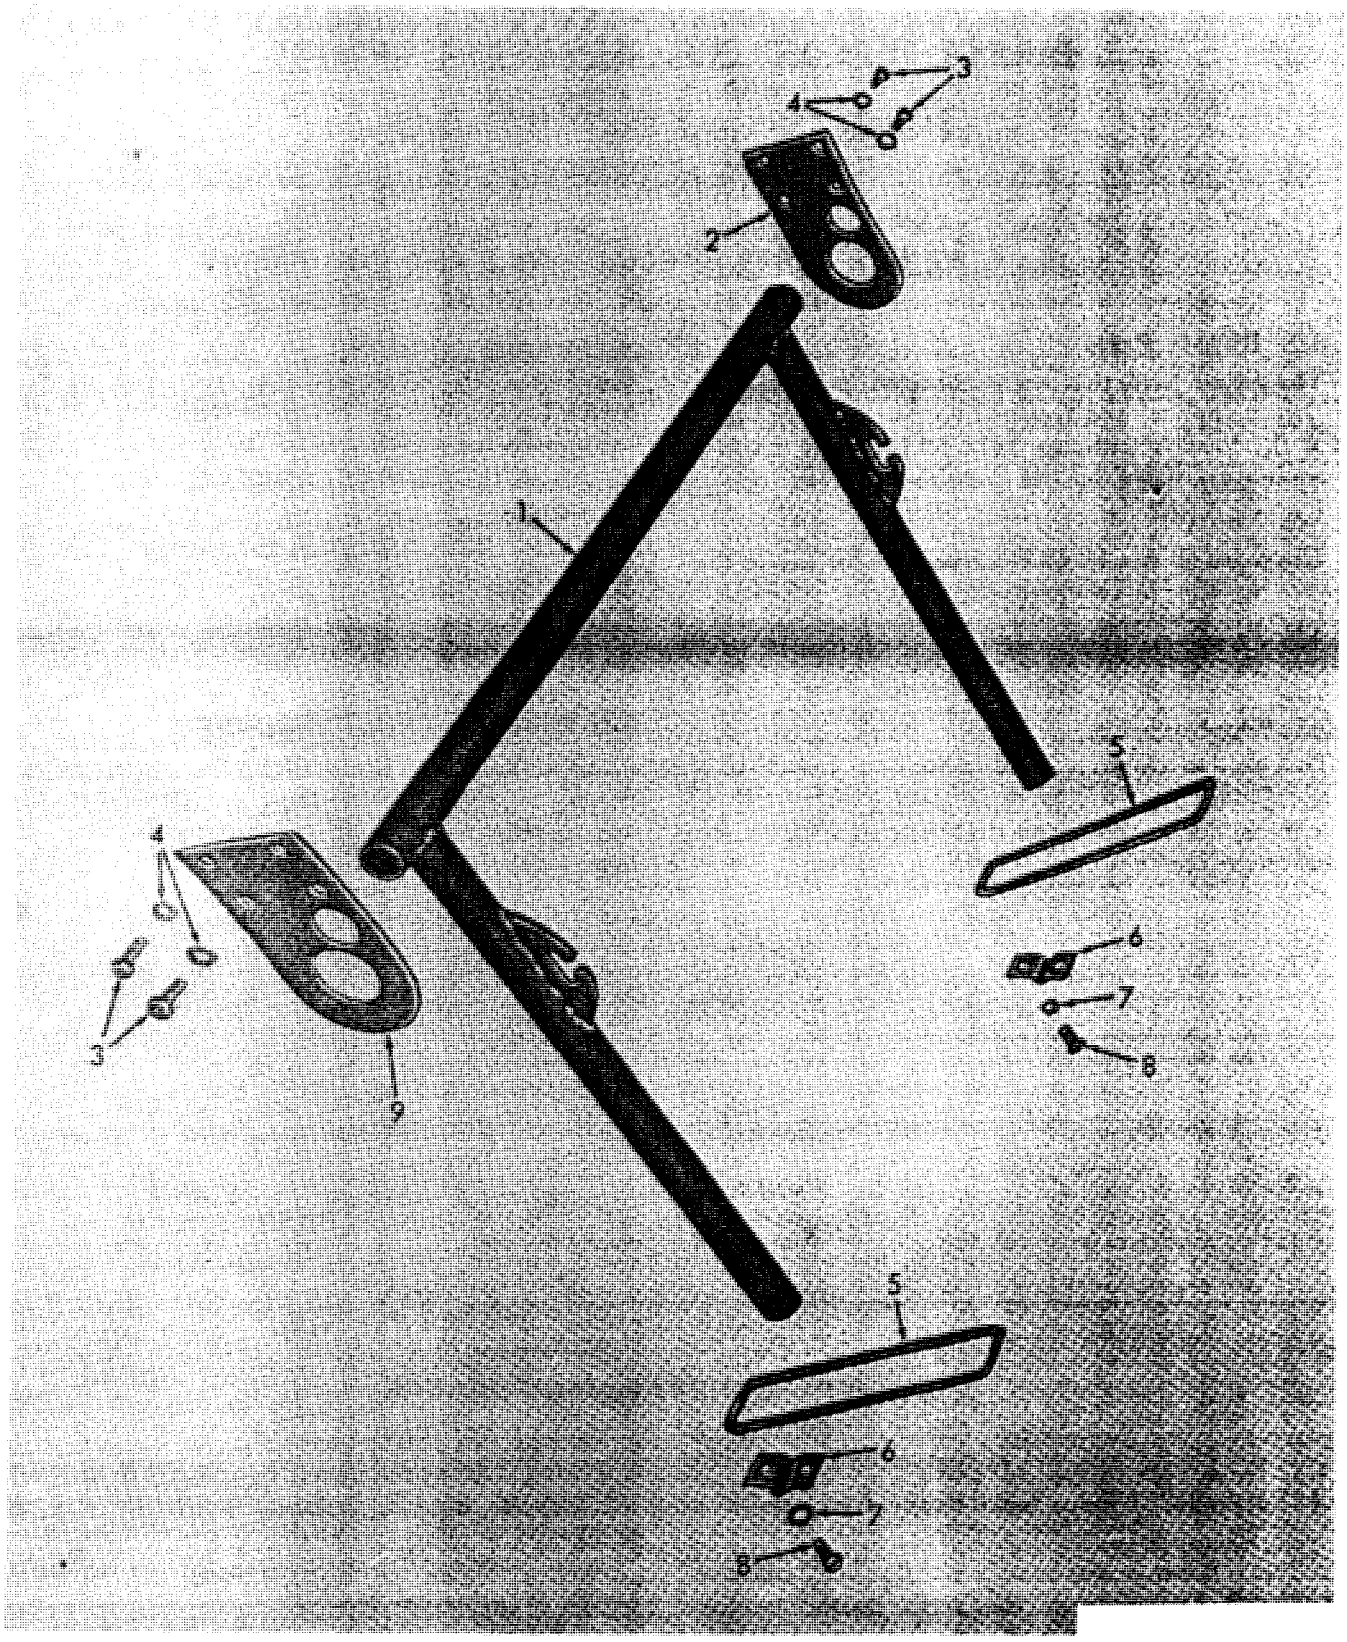

Figure 5-1. Heater handle and brackets.
(1) *Remove the screws (3,* fig. 5-1) and the lockwashers (4) from the right heater handle tiedown bracket (2) and take off the bracket. Remove the left heater handle tiedown bracket (9) in the same manner.
(2) Lift the handle (1) from the heater.
(3) Remove the screws (8) and the lockwashers (7) from the heater handle brace brackets (6). Remove the heater handle braces (5) and the brackets (6) from the heater.